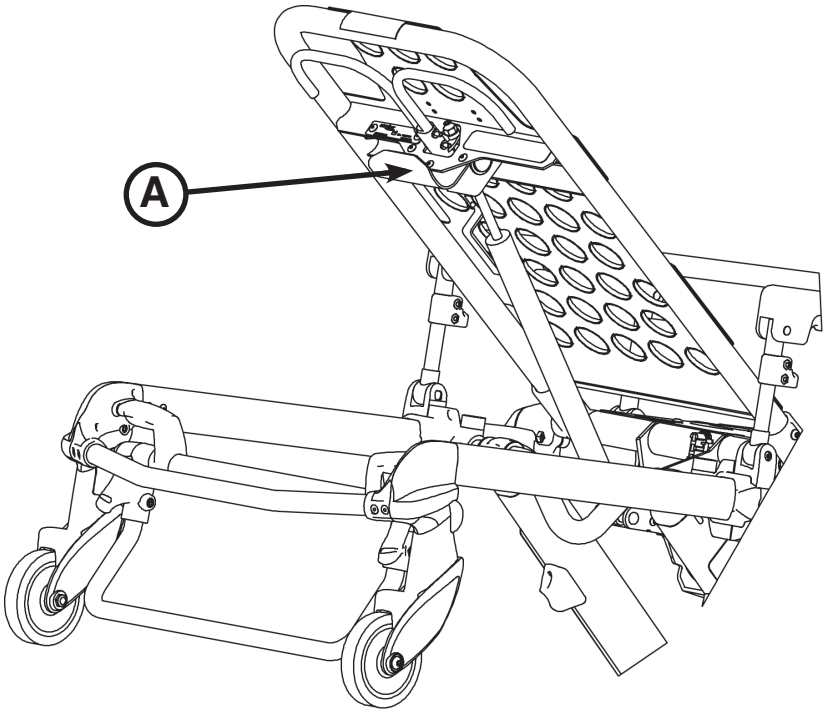

rys. 60
Hak na wyposażenie (A) (patrz rys. 60) służy do zawieszania dodatkowych akcesoriów lub wyposażenia, takiego jak defibrylatory lub monitory.